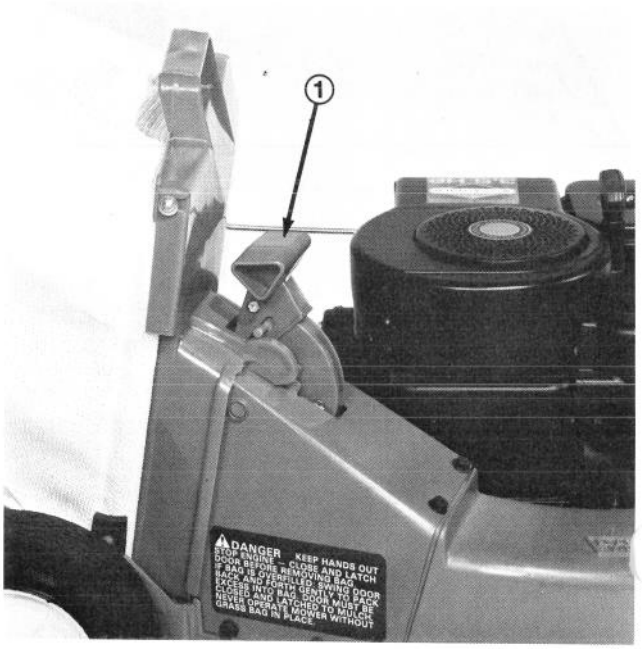

Figure 15
4. Move handle upward until it locks in notch at rear of bag latch (Fig. 15). The door in discharge chute is now open.